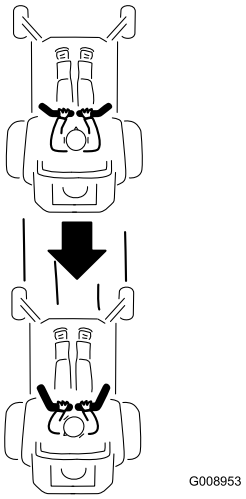

Figur 17
2. Se bagud og træk langsomt bevægelseshåndtagene tilbage for at bakke (Figur 17).
Kør lige ud ved at påføre begge bevægelseshåndtag samme tryk (Figur 17).